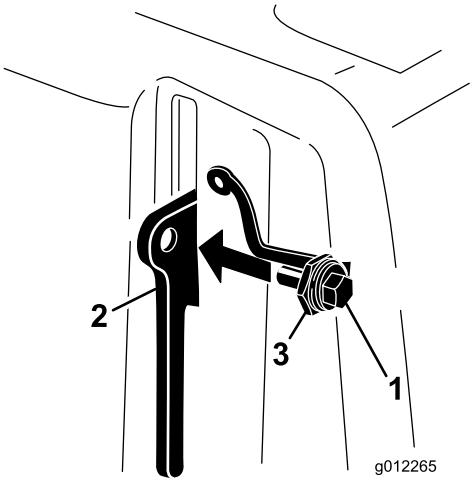

Figure 10
3. Vissez le boulon dans le levier de verrouillage du couvercle de courroie (Figure 10).